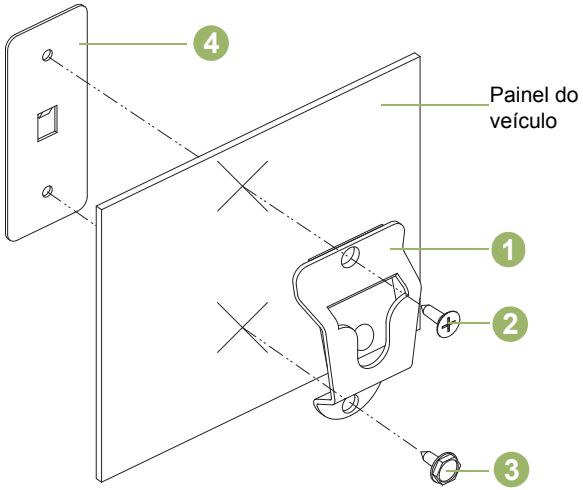

Figura 5.2: Instalação do Suporte de Montagem
Consulte a Figura 5.2 abaixo e prenda o clipe de travamento (1) no veículo usando dois parafusos de metal e a placa posterior fornecida. Coloque placa posterior (4) por trás do painel. Use o parafuso de cabeça chata (2) no orifício de montagem superior e o parafuso sextavado (3) no orifício de montagem inferior. Certifique-se de que os parafusos de montagem encaixem nos orifícios da placa posterior.